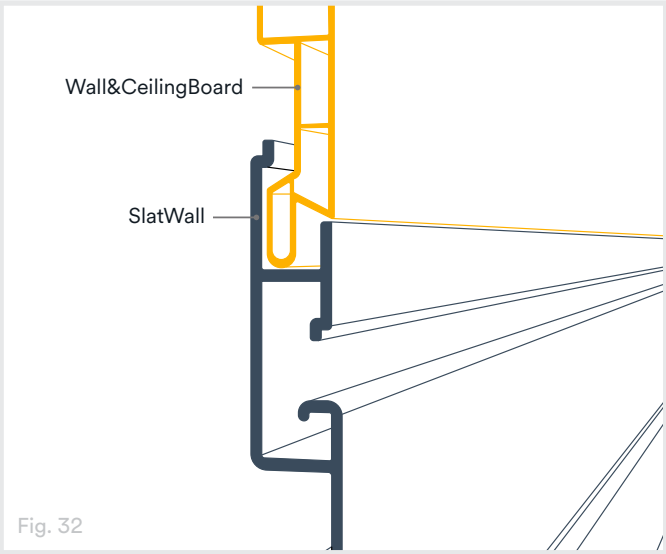

Fig. 32
2. Alternatively, for horizontal Wall&CeilingBoard installs only, the tongue of the first Wall&CeilingBoard panel at the top can be inserted directly into the channel of the uppermost SlatWall panel without using Snap-In H Trim (Fig. 32).